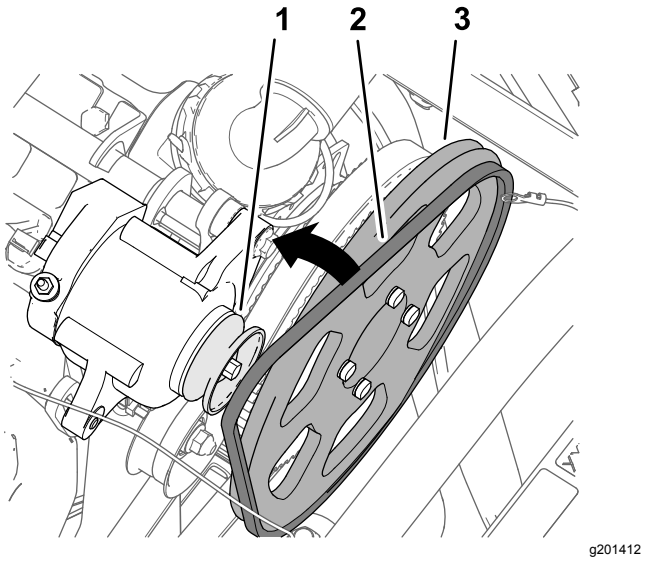

Figur 183
3. Monter V-remmen over drivremskiven (279 mm) og remskiven på generatoren (Figur 183).